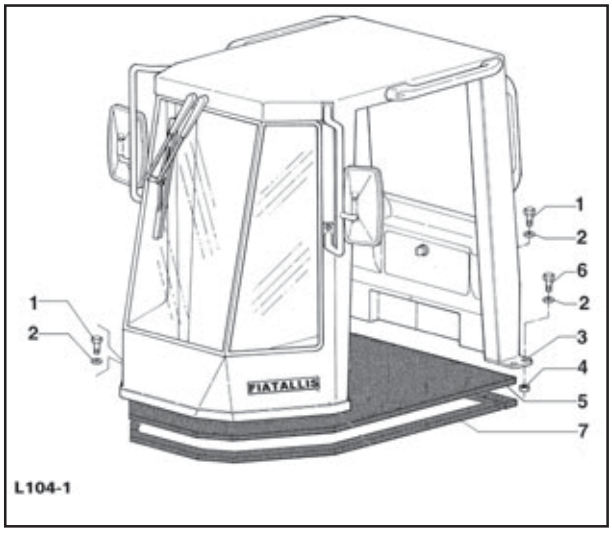

Fig. 1
7. Utilizando um dispositivo adequado, içar a cabine (3 - fig.1) e posicioná-la.
8. Instale as arruelas (2 - fig. 1) e os parafusos (1 - fig. 1).
9. Instale as arruelas (2 - fig.1), as porcas (4 - fig.1) e os parafusos (6 - fig.1).